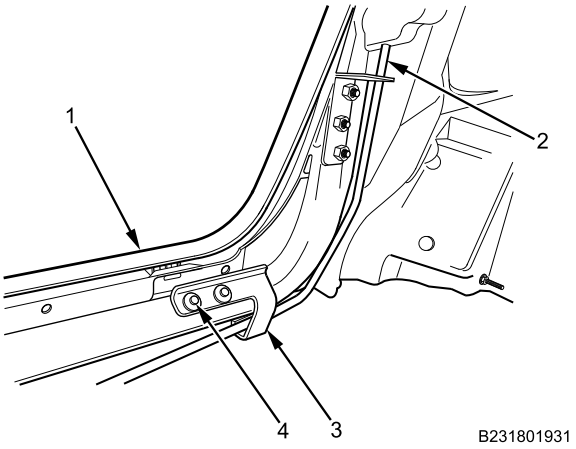

Figure 4. Torsion Bar and Bracket.
3. Install hood torsion assist bar (Figure 4, Item 2) and bracket (Figure 4, Item 3) on hood assembly (Figure 4, Item 1) with two bolts (Figure 4, Item 4). Tighten and secure.